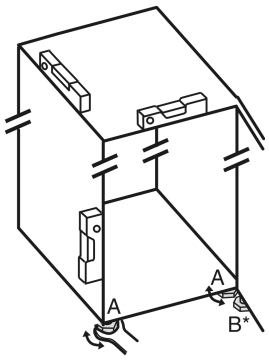

Fig. 24
▶ Unscrew the adjustable feet *Fig. 24 (A)* using the enclosed open-end spanner and a spirit level until the appliance is firmly aligned and level.
▶ Unscrew the adjustable foot *Fig. 24 (B)* on the swap bearing block with the enclosed open-end spanner until it rests on the floor.
▶ Turn the adjustable foot *Fig. 24 (B)* a further 90° at most to avoid damaging the door.